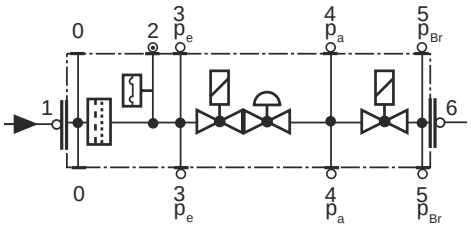

Рис. 22
- Заменяйте фильтр, если разница давления между точками 1 и 3 (Рис. 22) $\Delta p > 10$ мбар.